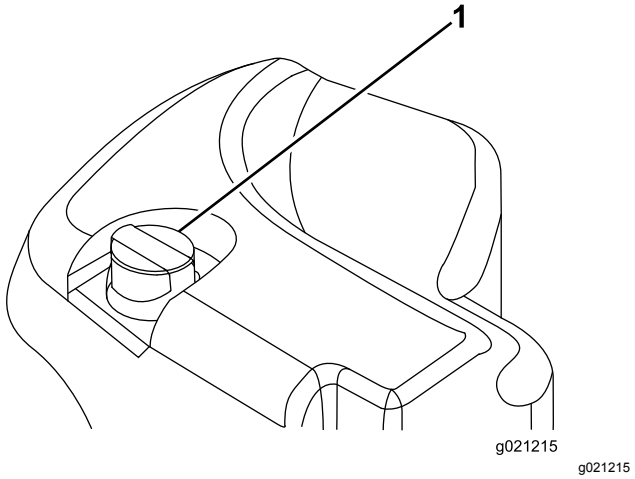

Figuur 31
2. Reinig de omgeving van de vulbuis en de dop van de hydraulische tank (Figuur 31). Verwijder de dop van de vulbuis.